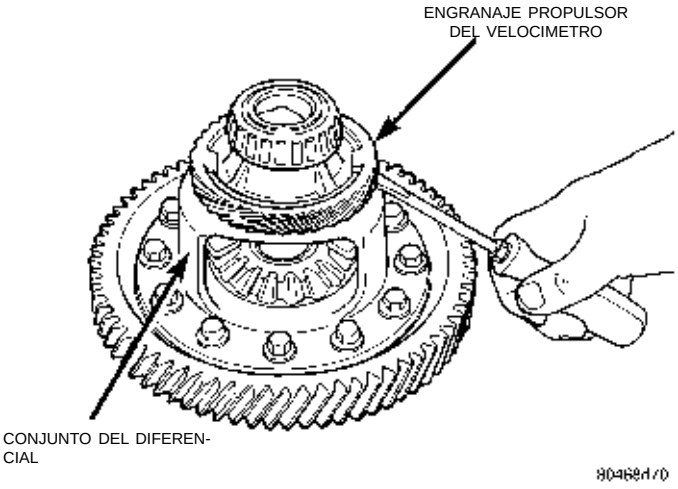
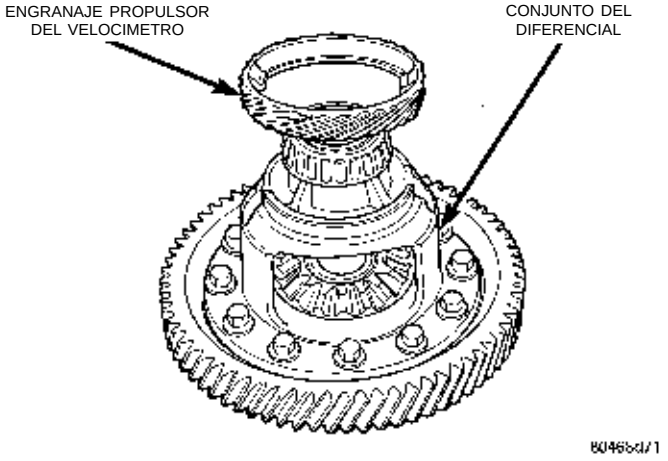

Fig. 103 Separación del engranaje propulsor del velocímetro
Fig. 104 Engranaje propulsor del velocímetro retirado
(1) Haciendo palanca con una herramienta de hoja plana, separe el engranaje propulsor de plástico del velocímetro de la caja del diferencial (Fig. 103) (Fig. 104).